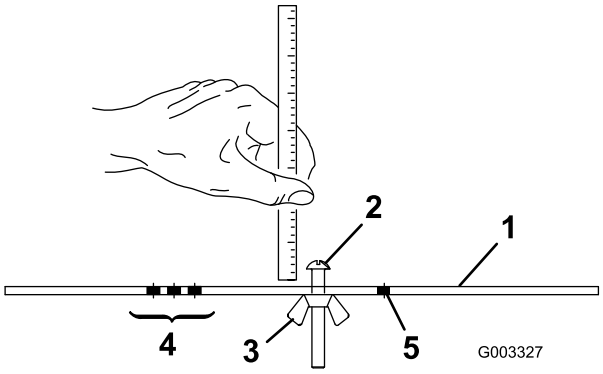

Bild 16
2. Lösen Sie die Mutter an der Messlehre (Bild 16) und stellen Sie die Einstellschraube auf die gewünschte Schnitthöhe ein. Der Abstand zwischen dem unteren Ende des Schraubenkopfs und der Stirnseite der Messlehre ist die Schnitthöhe.